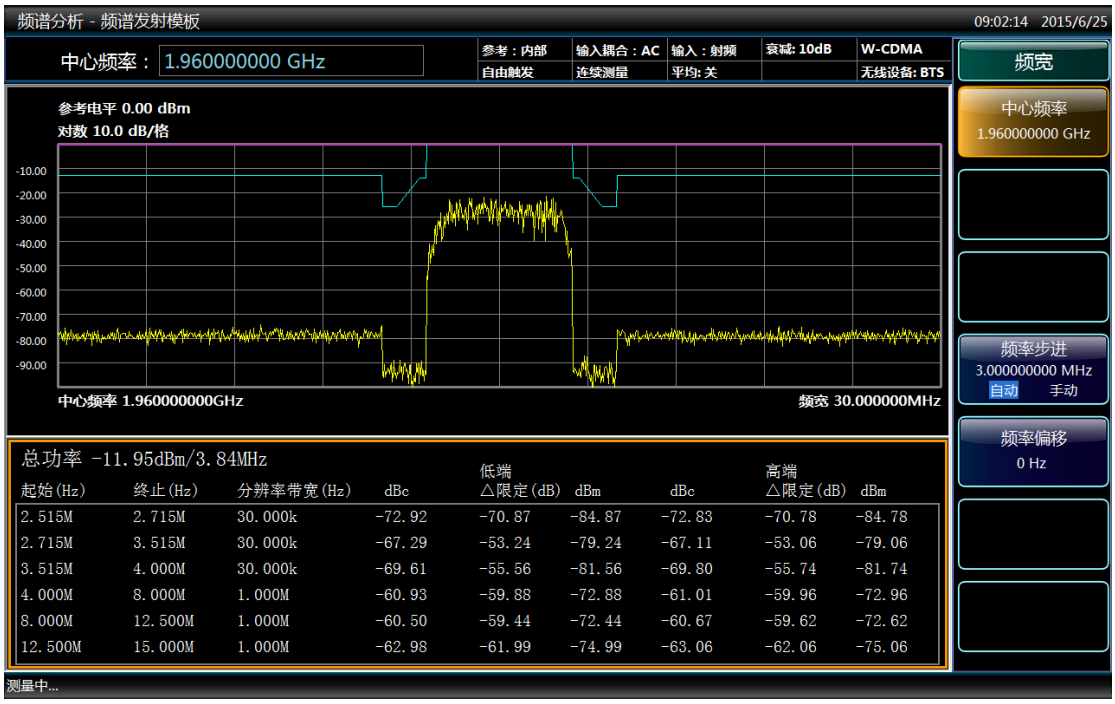

图 4.83 频谱发射模板测量结果
- 频谱发射模板测量结果显示如图 4.83 所示。文本窗口显示了参考载波功率，以及在参考信道两边的偏移频带内的绝对峰值功率电平。